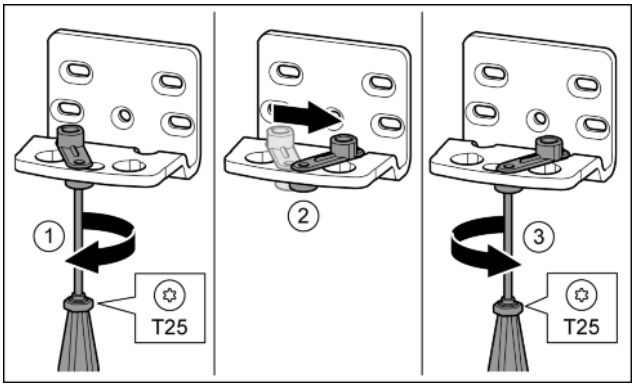

Fig. 17
- ▶ Отпустить винт отверткой T25. *Fig. 17 (1)*
- ▶ Приподнять фиксатор двери и, повернув на 90° вправо, вставить в отверстие. *Fig. 17 (2)*
- ▶ Затянуть винт отверткой T25. *Fig. 17 (3)*